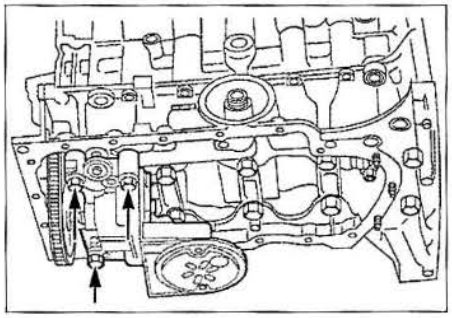

FIG. 22
• Desmontar los tornillos de fijación de la bomba de aceite **(Fig.22)**.